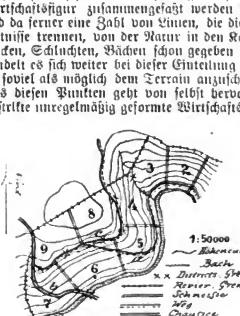
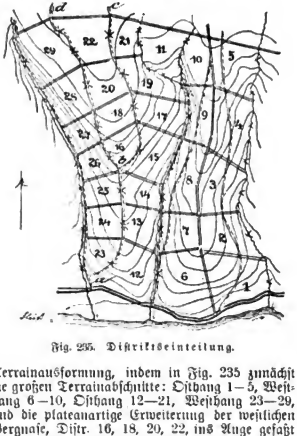

Fig. 234. Distriktseinteilung.
Fig. 235. Distriktseinteilung.
sind, und daß auch ihre Größe wenigstens einigermaßen von der Terrainausformung abhängig ist, meist sind sie kleiner als die Jagen. Die Numerierung lehnt sich an das Prinzip der Jagennumerierung an, weicht aber insofern ab, als man für sich bestehende Terrainabschnitte gern durchlaufend numeriert. Vergl. Fig. 235, in der hangweise numeriert ist.
Fig. 234 und 235 zeigen die Einteilung im Berglande. Die Einteilung ist angelehnt an die
Terrainausformung, indem in Fig. 235 zunächst die großen Terrainabschnitte: Osthang 1—5, Westhang 6—10, Osthang 12—21, Westhang 23—29, und die plateauartige Erweiterung der westlichen Bergnase, Distr. 16, 18, 20, 22, ins Auge gefaßt sind. Diese Hauptabschnitte sind dann darauf geprüft, inwieweit sie noch einer weiteren Teilung bedürfen und wie diese etwa durch Wege bewirkt werden könne. Diese weitere Teilung wird im wesentlichen sein: 1. eine horizontale, zu der die an den Hängen nicht zu steil, annähernd horizontal verlaufenden Wege benutzt werden; sie wird nötig, wenn die Hänge zu breit sind (deshalb die Benutzung des Weges *c* in Fig. 234, der Wege *c* und *d* in Fig. 235, die gleichzeitig den plateauartigen Rücken von den Hängen trennen, als Distriktsgrenzen); 2. eine vertikale, die mit Hilfe von Schneisen, welche auf den Horizontalkurven am besten senkrecht stehen, so ausgeführt wird, daß möglichst viereckige Distrikte entstehen.
b) **Höhenwege**, solche, welche Gebirgssättel verbinden, Kopfdistrikte abschneiden oder auch über das Plateau gehen; oft liegen sie auf der Grenze zwischen Hang und Plateau und heißen dann **Plateaurandwege**, Weg *c* in Fig. 234 auf Seite 237.